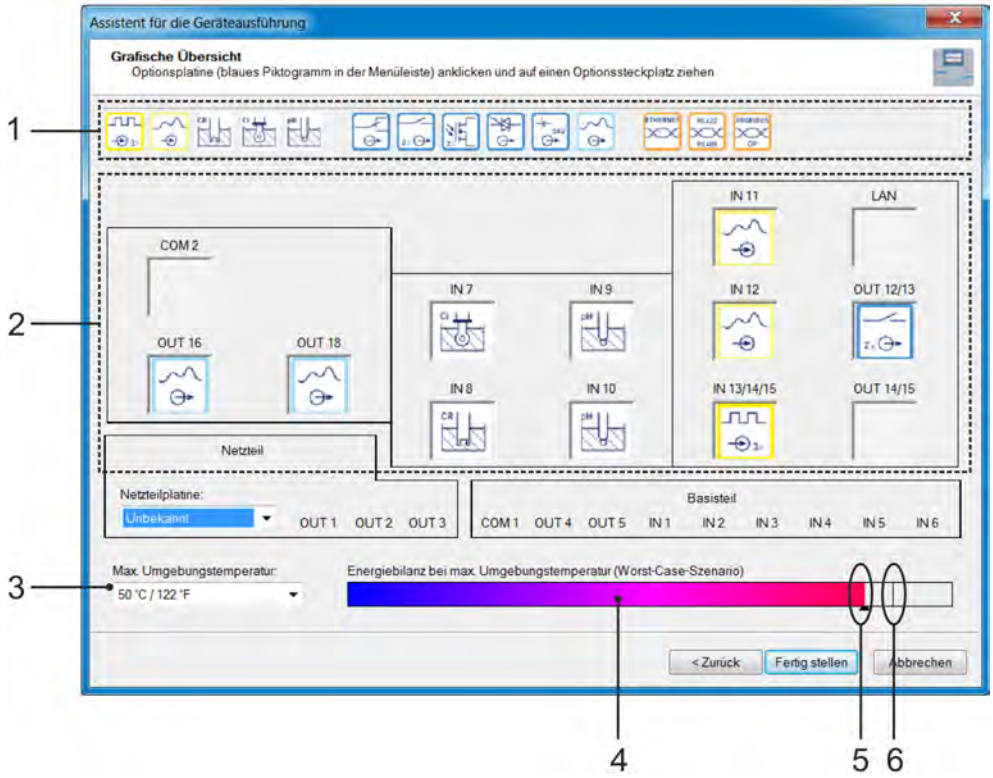

Abb. 98: Grafische Übersicht
7. Hier können Sie nun einfach per Drag and Drop die gewünschten Optionsplatinen (Abb. 98 , Pos. 1) symbolisch in entsprechende Steckplätze (Abb. 98 , Pos. 2) platzieren, verschieben und entfernen.
Dabei stellt der Bargraph „Energiebilanz“ (Abb. 98 , Pos. 4) die zu erwartende Erwärmung des Gehäuseinneren dar. Berücksichtigt wird hierbei die gesamte Wärmeabgabe durch Basis- und Netzteil und der Optionsplatinen sowie der Einfluss der voreingestellten Umgebungstemperatur (Abb. 98 , Pos. 3). Der kleine senkrechte Strich in dieser Anzeige (Abb. 98 , Pos. 6) stellt das Limit dar, das nicht überschritten werden darf.
Bei Überschreiten des Limits wechselt die Farbe des Zeigers am Bargraph (Abb. 98 , Pos. 5) von Schwarz nach Rot.